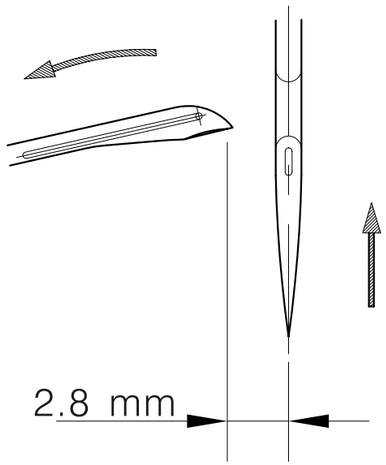

Fig. 7
1. Cuando la aguja esta en el punto muerto inferior, y el bucleador este en el punto muerto trasero o posterior, el espacio entre la punta de la aguja y el centro de la línea de aguja debe ser 2.8 mm. (Fig. 7)